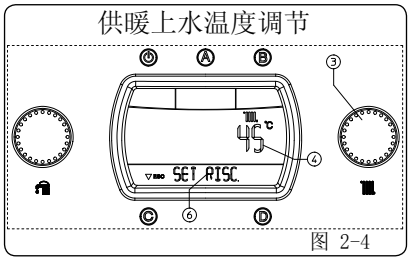

图 2-4
• 冬季（）：在该模式下，锅炉提供生活用水加热和环境供热功能。生活热水的温度必须使用选择开关（1）进行调节，加热温度使用选择开关（3）进行调节，显示屏（24）上的指示器（4）可显示相关温度，同时显示“设置热量”标识（图2-4）。